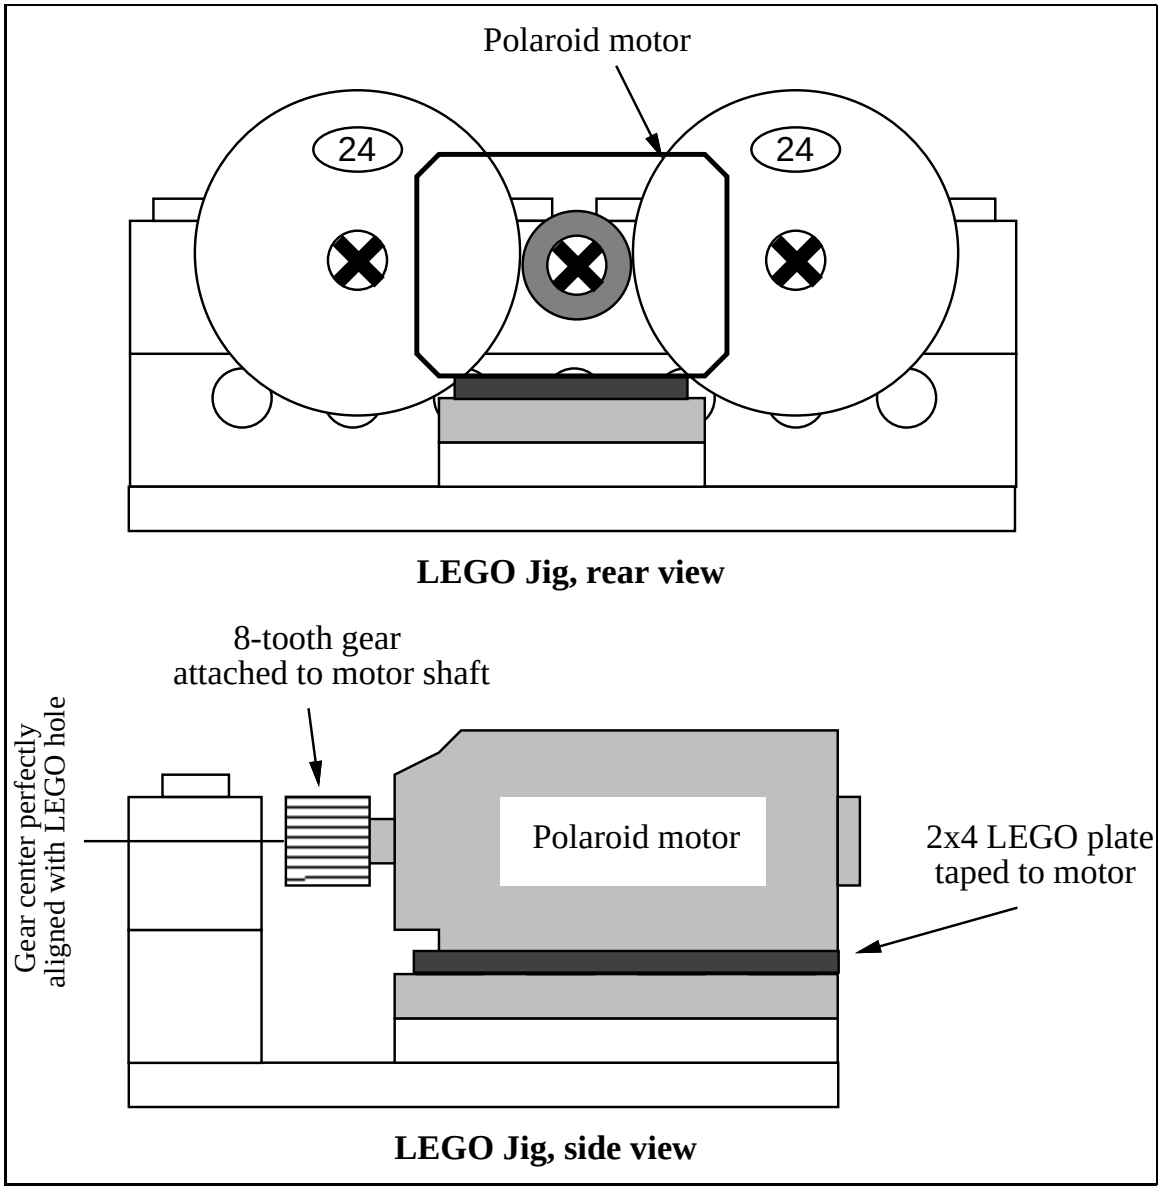

Figure 4.21: LEGO Jig for Mounting Polaroid Motor
This platform or jig is shown in Figure 4.21. It is constructed from two 2×8 beams, one 6×8 flat plate, one 2×4 plate, two 24-tooth gears, and two axles.
- ◯ Assemble the jig as shown in Figure 4.21. A second 2×4 plate will be mounted to the motor.